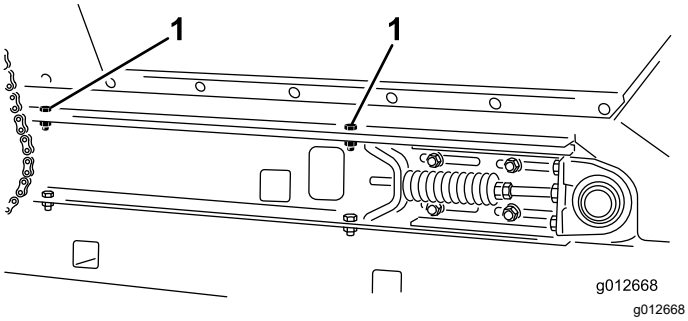

Figur 37
4. På hver side af maskinen skal du fastgøre tragtbeholderen til gliderens stelvanger (Figur 37) med de 2 maskinskruer, 2 spændeskiver og 2 låsemøtrikker, du fjernede i Afmontering af glideladet (side 23).